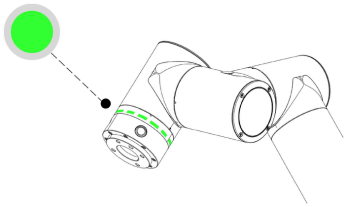

Rys. 12. Tryb ręczny: zielony (dokumentacja FAIRINO, rys. 4.3-5).
4. Poczekaj ok. 1–2 minut, aż pierścień LED na końcu ramienia **przestanie migać** i zacznie świecić stale na zielono (tryb ręczny, rys. 12).